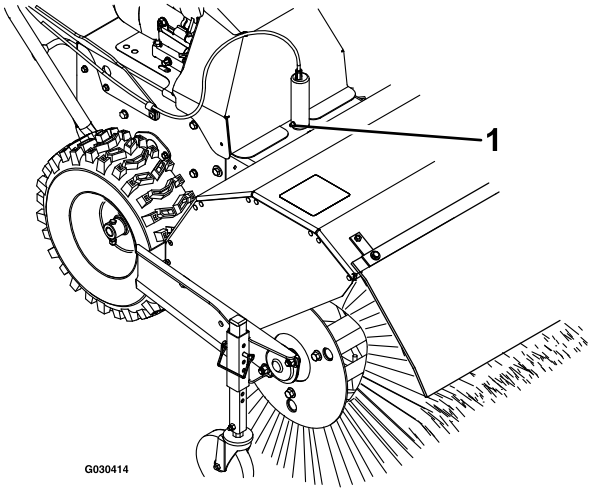

Figur 20
1. Smør børstevinkellåsepinnen med nr. 2 litiumsmørefett (Figur 20).